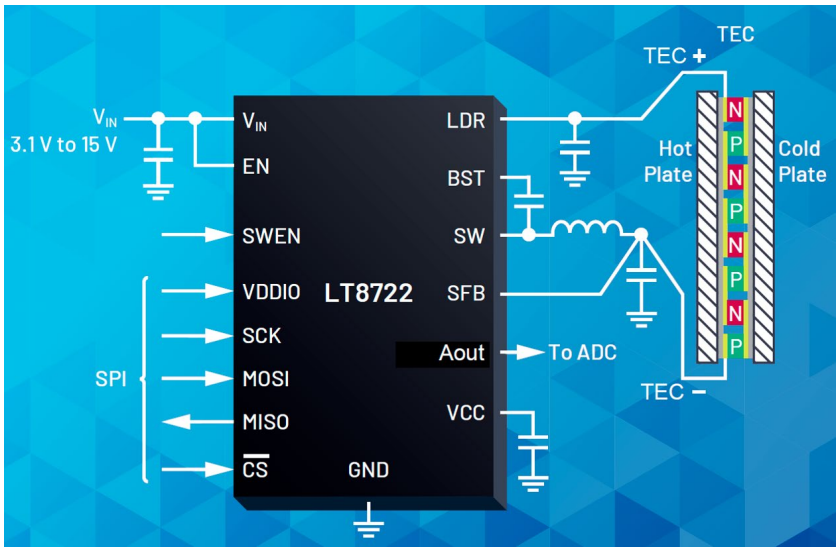

Figure 2. TEC Load Connections
b. Connect to TEC load as shown in Figure 2. TEC+ and TEC– correspond to the DC3145A banana jacks with the same labels.